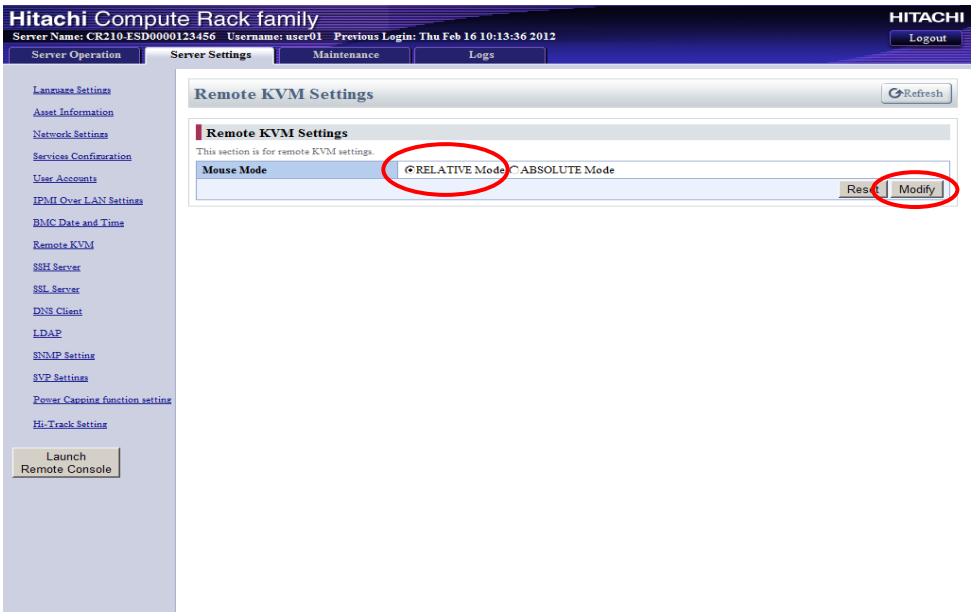

Figure B.1.4-5 Remote KVM Settings window
(7) The Remote KVM Settings window is displayed as shown in Figure B.1.4-5.